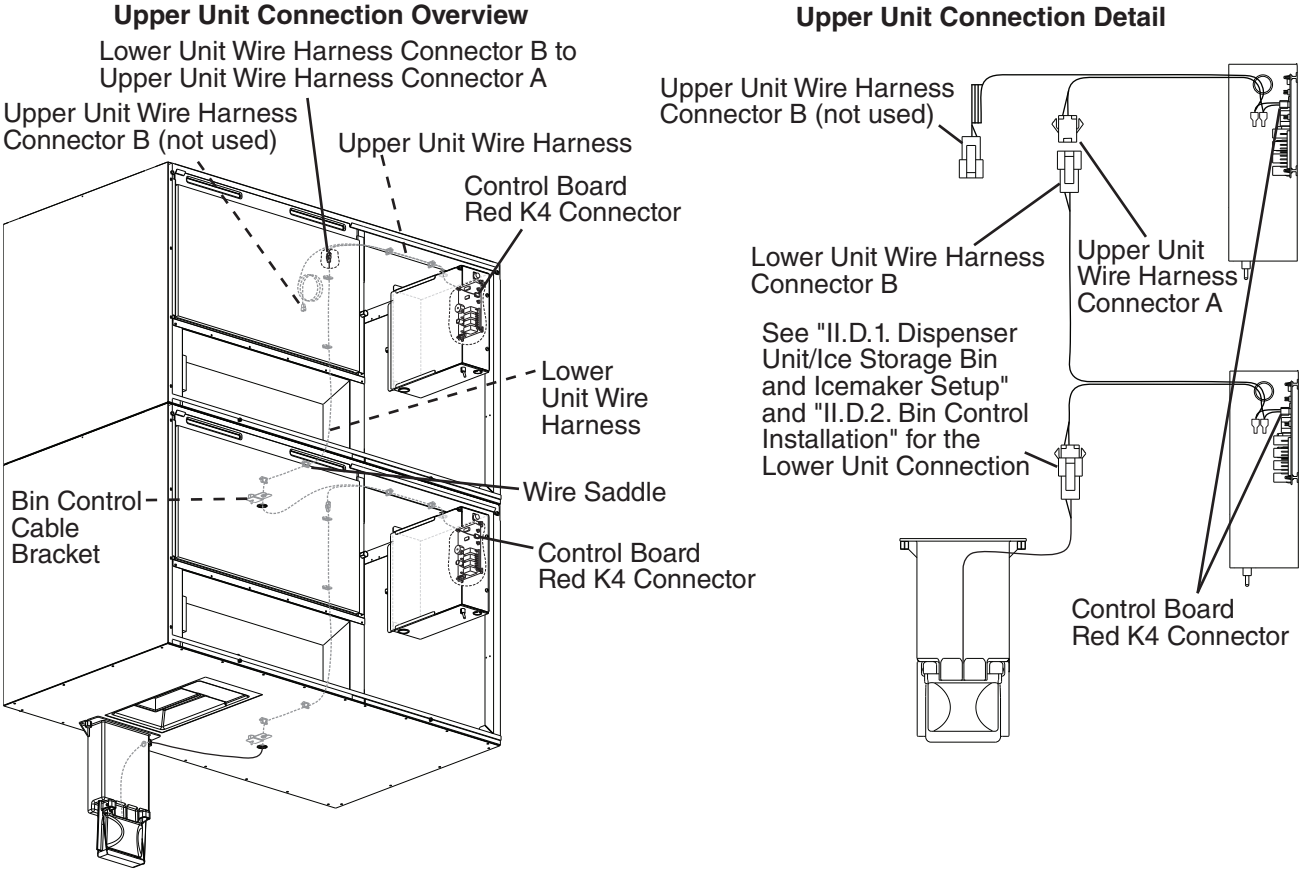

Fig. 6
7) Remove the bin control cable bracket from inside the upper unit. See Fig. 6. Leave the upper unit's bin control assembly in its original position. It will not be used.